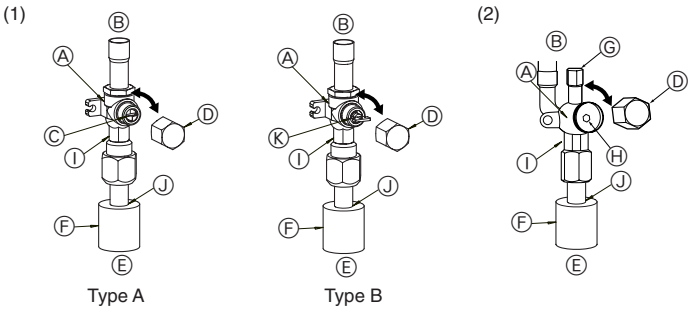

Fig. 4-5 **Fig. 4-6**
(1) Gas side of P100-P140 (Fig. 4-5)